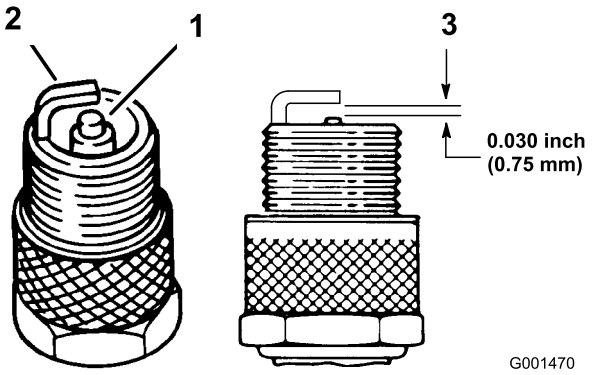

Figur 25
1. Se på midten af tændrørene (Figur 25). Hvis der kan ses en lys brun eller grå farve på isolatoren, fungerer motoren korrekt. En sort belægning på isolatoren betyder normalt, at luftfilteret er snavset.
2. Kontroller gnistgabet mellem midter- og sideelektroden (Figur 25). Bøj sideelektroden (Figur 25), hvis gabet ikke er korrekt.
3. Slut tændrørskablerne til tændrørene (Figur 25).